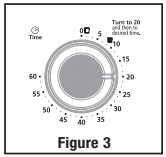

Figure 3
3. **Timer Control Knob with Bell Signal –** Set cooking time up to 60 minutes. Will automatically turn the oven OFF at the end of the cooking time. (See Figure 3)